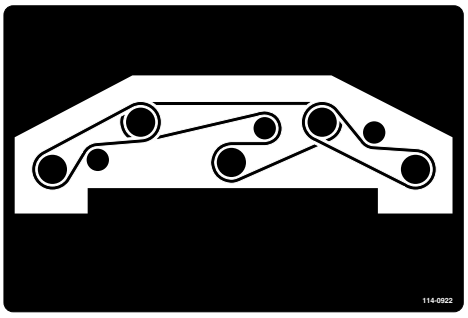

Figur 95
8. Dra den nya remmen runt spindelskivorna och mellanremskiveenheten (Figur 95).